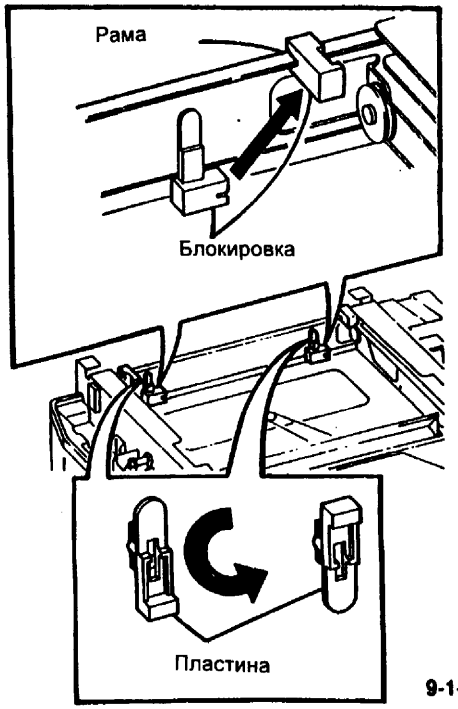

Рис. 2 Местонахождение блокировки и рамы
7. (Рис. 2) Снимите блокировку и закрепите его на раме в указанном положении. Переверните пластину.